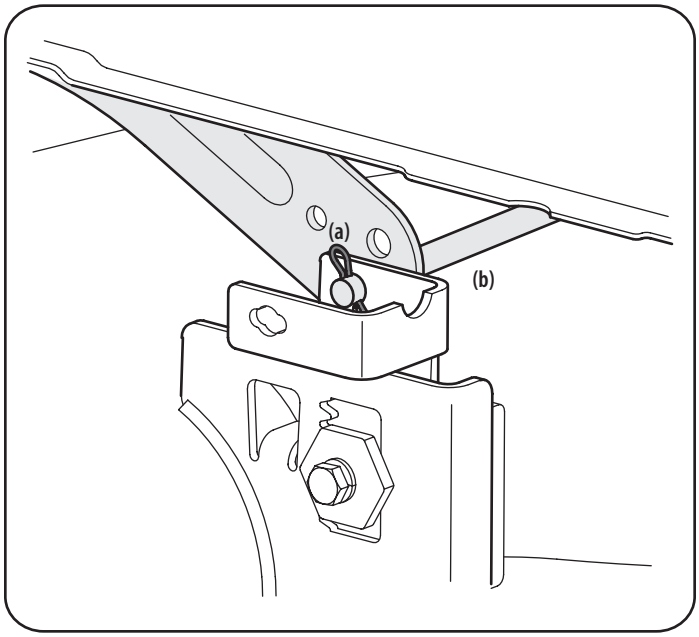

Figura 27
5. Mirando la plataforma de corte desde el lado izquierdo del tractor, ubique el pasador de chaveta curvo (a) que sujeta la varilla de soporte de la plataforma (b) del lado posterior izquierdo de la plataforma. Consulte la Figura 27. Extraiga el pasador de chaveta curvo (a) que sujeta la varilla de soporte de la plataforma (b), y con cuidado saque el soporte de la plataforma del brazo de elevación de la plataforma.